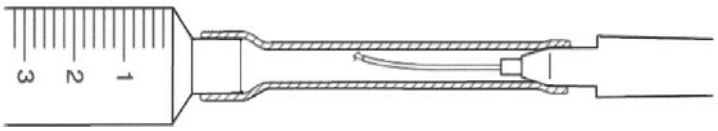

Rysunek 1 Korzystanie ze specjalnie dostarczonej strzykawki czyszczącej
3) Ostrożnie umieścić przewód silikonowy na końcu instrumentu i podłączyć do uchwytu, zwracając uwagę, aby nie uszkodzić delikatnych końcówek. Patrz Rysunek 1 poniżej.